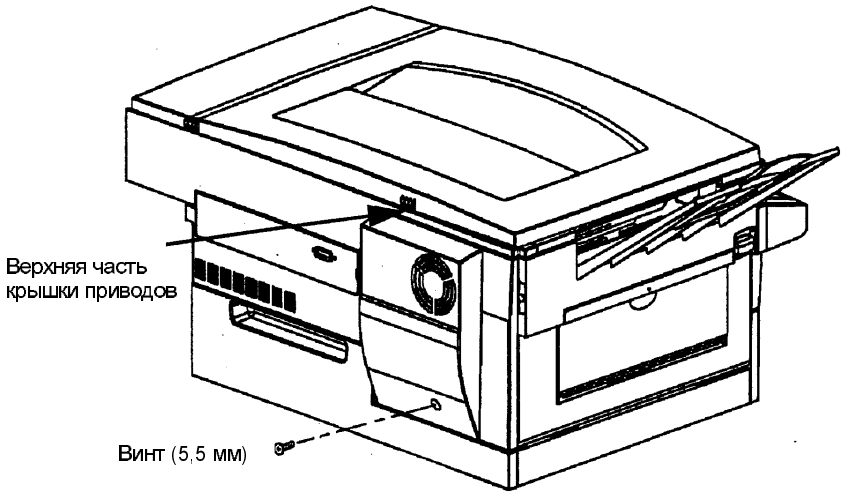

Рис. 2. Установка задней крышки приводов
1. Установите крышку задних приводов (Рис. 2).